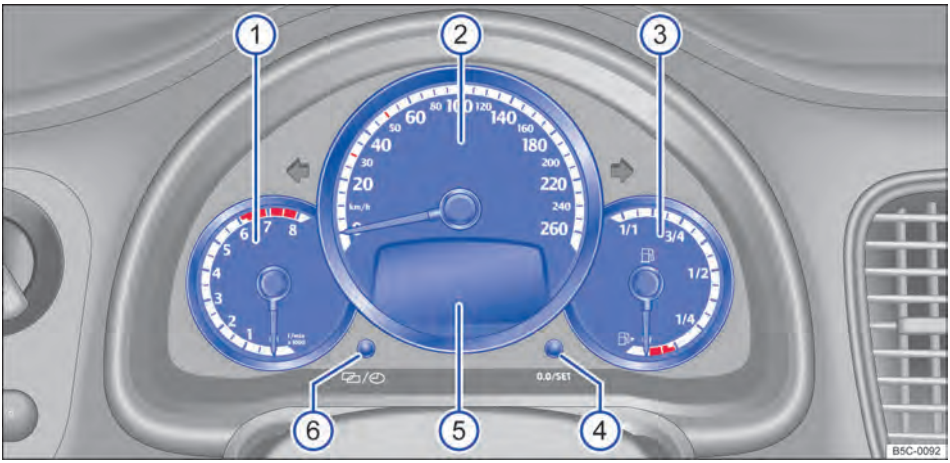

Fig. 13 Instrumento combinado no painel de instrumentos.
Significado dos instrumentos ⇒ Fig. 13:
De acordo com o equipamento do veículo, é possível que sejam exibidas diferentes informações no display do instrumento combinado ⇒ Fig. 13 ⑤: ▶